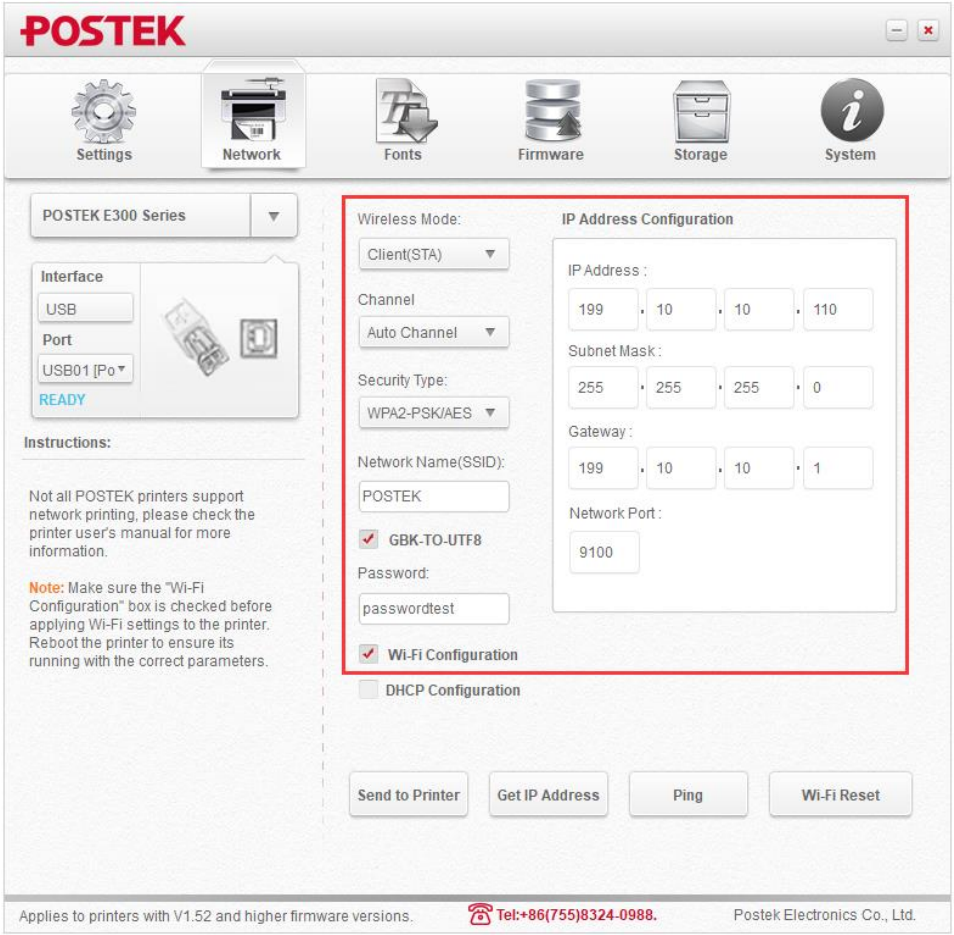

Figure 2-32 Wireless Network Configuration
4. Enter the wireless mode, channel, security type, network name (SSID), password and IP address, then click "Wi-Fi Configuration", as shown in Figure 2-32.